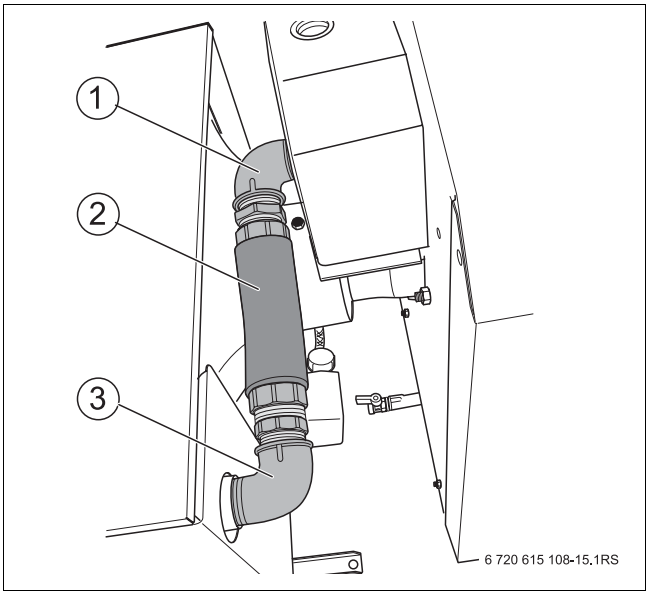

Fig. 13 Collegamento dell'uscita acqua dello scambiatore di calore al ritorno caldaia
- Isolare entrambi gli angolari (→ fig. 13, [1] e [3]) con il materiale isolante fornito.